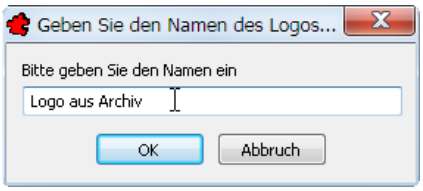

Bild 26.34 – Auch Logos aus Archiven benötigen einen eindeutigen Namen
- Vor dem Einfügen in die Logoverwaltung vergeben Sie einen Namen für das wiederherzustellende Logo. Wenn der Name bereits existiert, ändern Sie ihn entsprechend. Bestätigen Sie dann (Abb. 26.34).